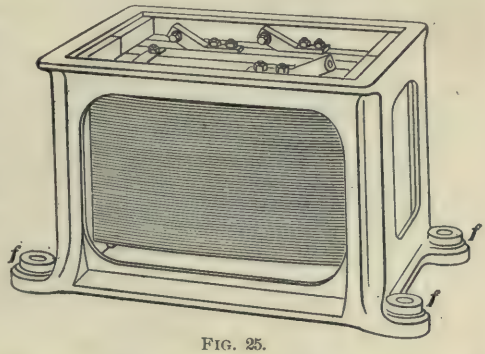

FIG. 25.
**27.** In Fig. 25 is shown the type of starting coil made by the General-Electric Company. It consists of ordinary band iron folded back and forth with a ribbon of asbestos in between each fold. This iron and asbestos is built up into divisions called panels, and these divisions, set into porcelain separators, are secured to the iron case that is fastened to the